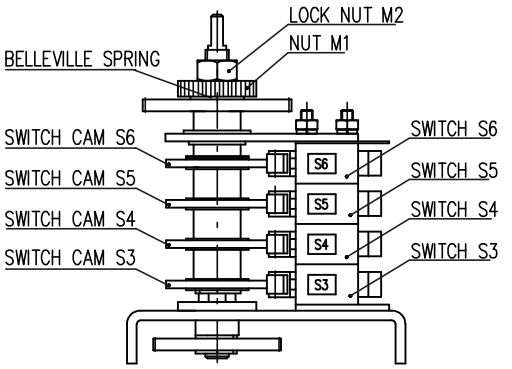

Fig.3
3.2 Adjustment of position switches (version without position transmitter) (Fig.3)